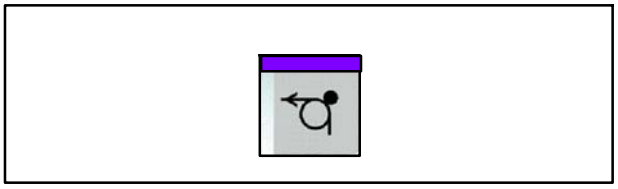

Fig. 168 Touche Lever/abaisser le cylindre de pression
9. Appuyer sur la touche Lever/abaisser le cylindre de pression (Fig. 168) pour lever le cylindre de pression